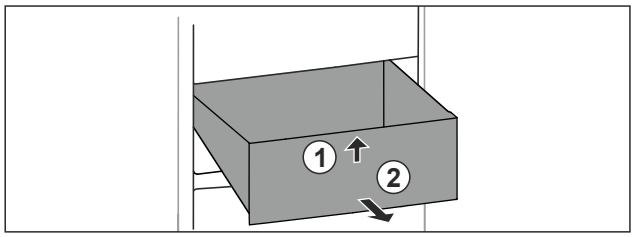

Fig. 115
- ▶ Lift up drawer at the front. *Fig. 115 (1)*.
- ▶ Remove drawer to the front. *Fig. 115 (2)*.